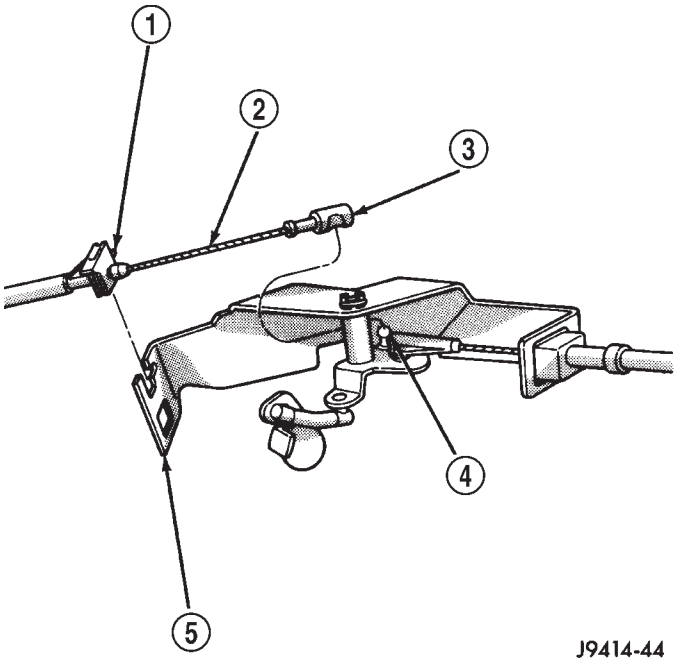
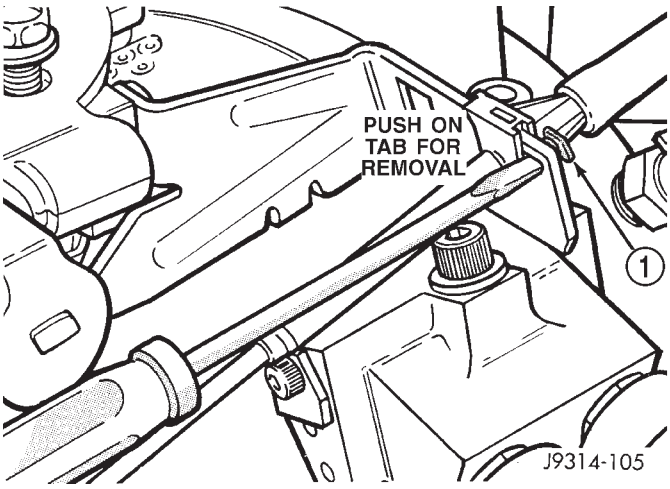

Fig. 44 Throttle Cable at Throttle Body—8.0L V-10 Engine
Fig. 45 Cable Release
(5) Remove cable housing from dash panel and pull the cable into the engine compartment.
(7) **8.0L V-10 Engine:** Remove the throttle cable socket at throttle lever ball. (Fig. 44) (snaps off).
(9) Remove cable housing at throttle body mounting bracket by pressing on release tab with a small screwdriver (Fig. 45) or (Fig. 44). **To prevent cable housing breakage, press on the tab only enough to release the cable from the bracket.** Lift the cable housing straight up from bracket while pressing on release tab. Remove throttle cable from vehicle.
(a) Connect cable end socket to throttle body lever ball (snaps on) (Fig. 44).